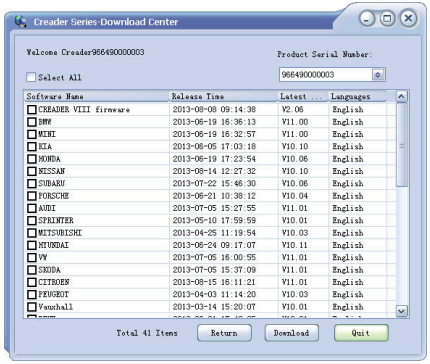
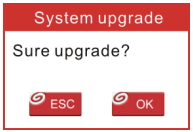

Figura 6
Figura 7
9. Vuelva a abrir la herramienta de actualización, seleccione las actualizaciones que desea realizar o haga clic en “Seleccionar Todo” y luego haga clic en Descargar para iniciar la descarga. Vea la Figura 6.
10. Una vez que se hayan completado todos los pasos, vuelva a insertar la tarjeta de memoria en la herramienta y enciéndala mediante un cable USB o un cable de diagnóstico (un extremo al conector DB-15 de la herramienta y el otro extremo en el DCL del vehículo). Un cuadro de diálogo (Nota: Si solo se actualizan el software de diagnóstico y no se descargan paquetes de firmware en la Figura 6, este cuadro no aparecerá), solicitándole que actualice aparecerá en la pantalla (Ver Figura 7), seleccione Aceptar para continuar.